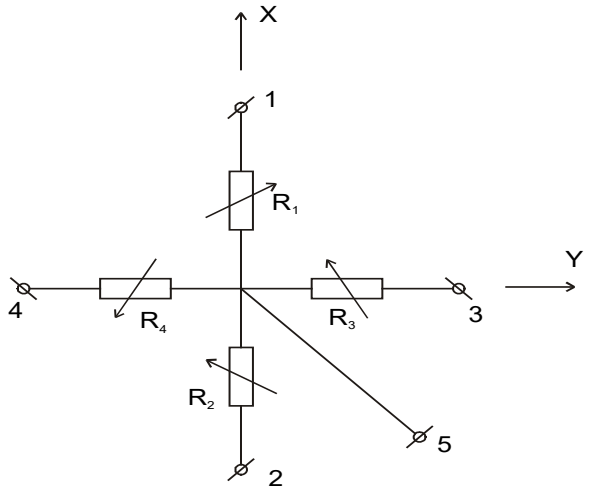

Рисунок 1. Эквивалентная электрическая цепь первичного преобразователя
1.4.2 При наклоне первичного преобразователя за счёт действия силы тяжести центральный подвижный электрод изменяет своё положение относительно боковых электродов, что приводит к изменению электрических сопротивлений, заполненных электролитом межэлектродных полостей (рис. 1). Эти изменения электрических сопротивлений преобразуются электронным блоком в выходные электрические сигналы измерителя, передаваемые в модуль сбора и передачи данных.